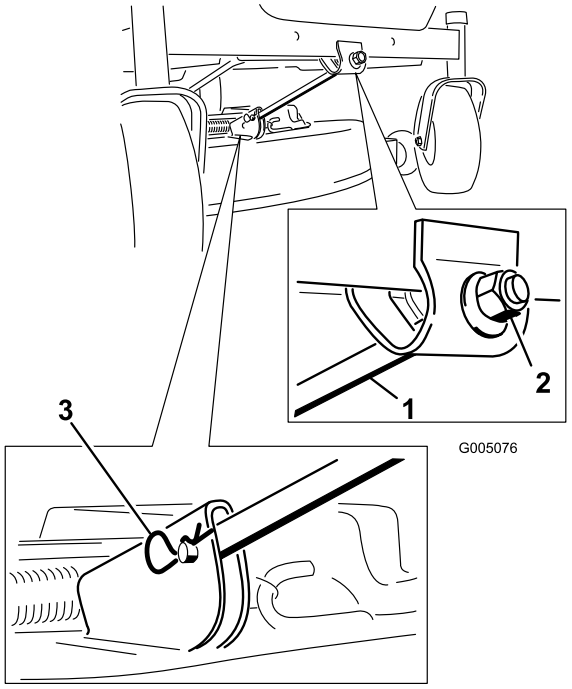

Figur 47
4. Ta bort hårnålssprinten och sprintbulten från den främre stödstången (Figur 47). Sänk ned klipparens front försiktigt till marken.
6. Fäst den främre stödstången vid klippardäcket med hårnålssprinten och sprintbulten (Figur 47).